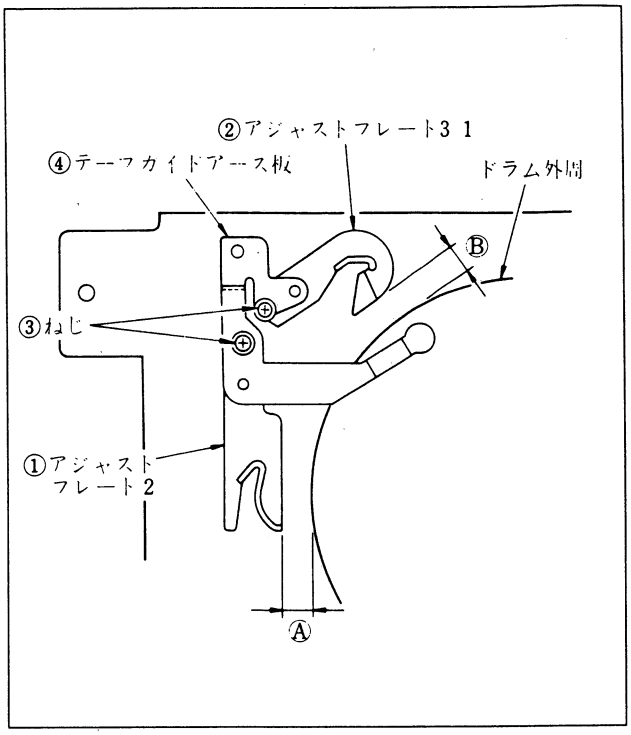

図3-7. アジャストプレート3-1，2の位置測定
3) 図3-7.に示すねじ③を外し，テープガイドアース板④，アジャストプレート3-1②，２①を外す。
ドラム組立交換時と同様，上ドラムとアジャストプレートの間を計測する。(図3-7.)